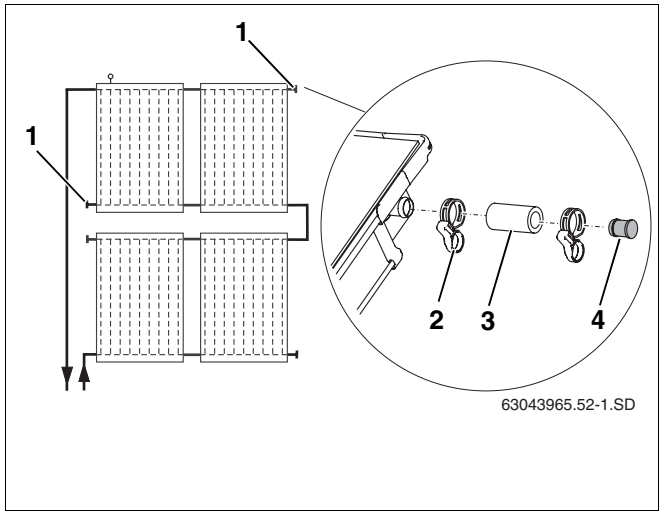

Rys. 59 Montaż nałożonych zaślepek
Nieużywane przyłącza kolektora należy zaślepić zaślepkami (rys. 59, **poz. 1**).
- Węże instalacji solarnej długości 55 mm (rys. 59, **poz. 3**) z włożonymi zaślepkami nałożyć na oba otwarte przyłącza.